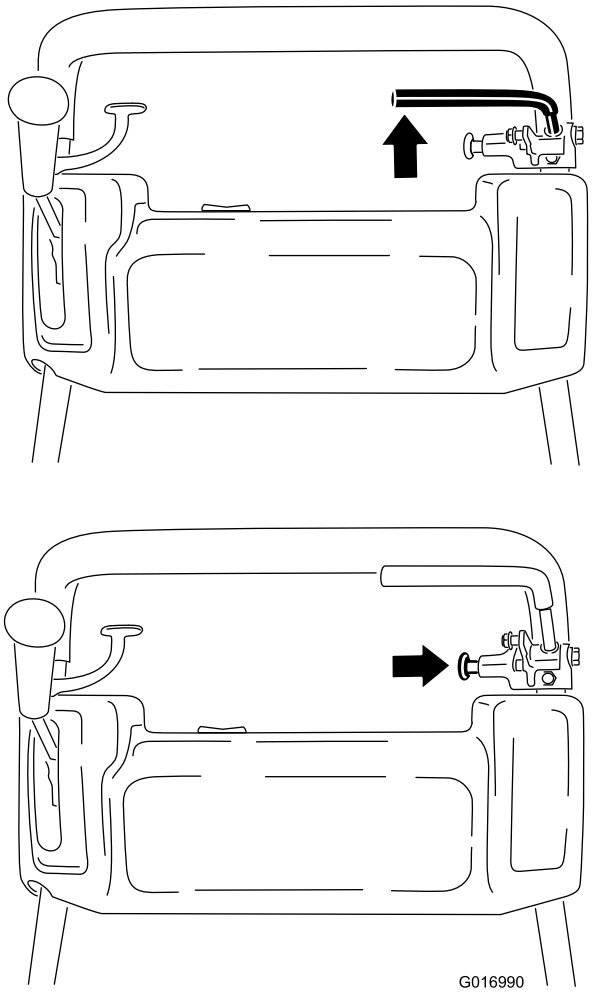

**Rysunek 30**
1. Włącz hamulec roboczy, naciśnij pokrętło hamulca postojowego i pozwól, aby hamulec roboczy mógł oprzeć się na trzpieniu hamulca postojowego (Rysunek 30).